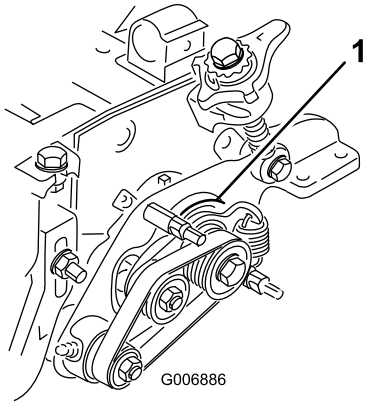

Figura 47
6. Asegúrese de que el casquillo principal de transmisión (Figura 47) pivote libremente alrededor del cubo de transmisión.